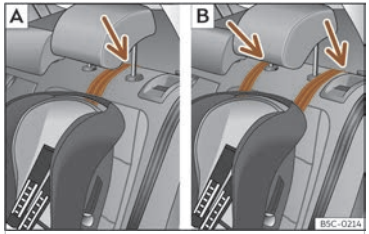
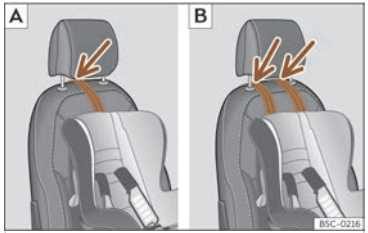

Fig. 45 Rear seats: adjustment and assembly according to the Top Tether belt.
Fig. 46 Front passenger seat: adjustment and assembly according to the Top Tether belt.
- Position the belt under the headrest (according to the instructions of the seat itself, lift or remove the headrest if necessary) ››› **Fig. 45**, ››› **Fig. 46**.